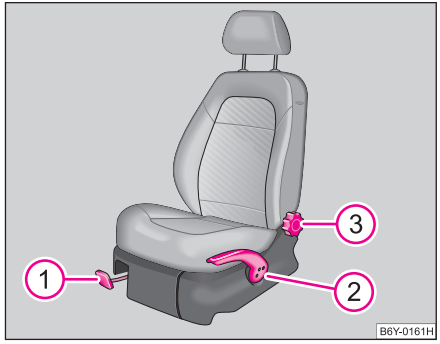

Fig. 46 Elemente de comandă pe scaun
– Se trage maneta (1) ⇒ pagina 68, fig. 46 în sus şi se deplasează scaunul în poziţia dorită.
– Se eliberează maneta (1) şi se deplasează scaunul mai departe, până când se blochează.